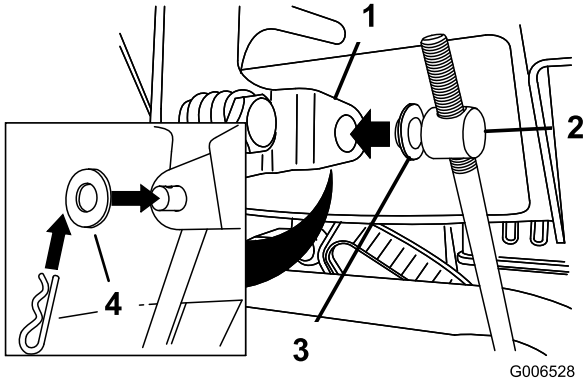

Figur 11
3. Fjern hårnålssplinten og den ytterste skiven fra vuggetappen på den øvre enden av hastighetskontrollstaget (Figur 11).
Merk: Du kan la den flate skiven bli på vuggetappen for å gjøre installeringen litt enklere (Figur 11).
6. Løft opp på hastighetskontrollstaget, og sett inn vuggetappen i hullet i hastighetsvelgerspaken (Figur 11).
B. Koble vuggetappen fra hastighetsvelgerspaken (Figur 11).
C. Vri vuggetappen nedover (med klokken) på hastighetskontrollstaget (Figur 11).
D. Koble vuggetappen til hastighetsvelgerspaken (Figur 11).